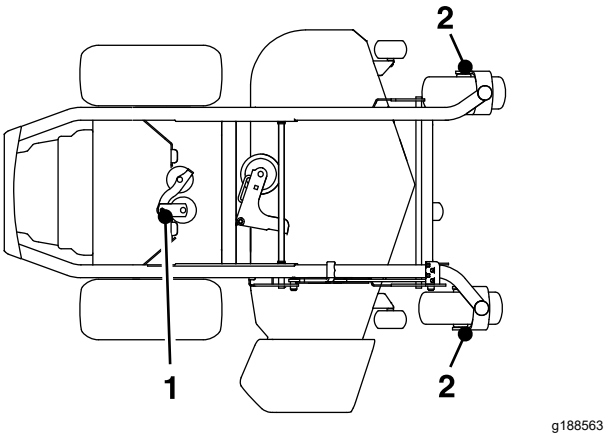

Figuur 39
4. Smeer 1 of 2 pompslagen vet in het draaipunt van de spanpoelie van de pomp (Figuur 39).
5. Smeer de assen van de voorste zwenkwielen (Figuur 39).